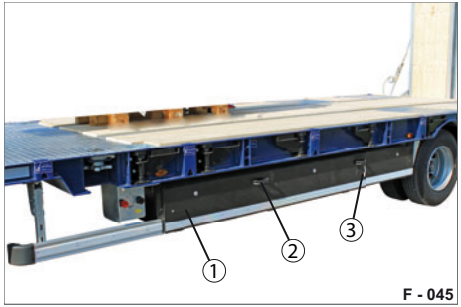
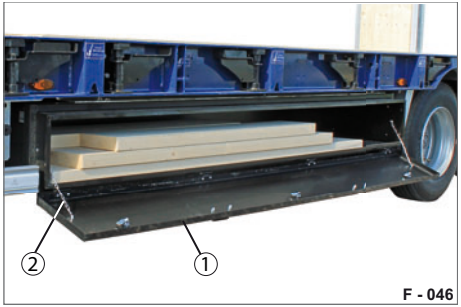

Abb. 109 Staukasten geschlossen
Abb. 110 Staukasten geöffnet
▶ Entriegeln Sie den Deckel (Abb. 110/1) mit dem Schlüssel (Abb. 109/3).
Halten Sie den Deckel am Handgriff (Abb. 110/2) fest.
Der Deckel wird mir den zwei seitlich angebrachten Halteketten (Abb. 110/2) gehalten.
▶ Klappen Sie den Deckel (Abb. 110/1) vorsichtig hoch.
Achten Sie darauf, dass sich die Halteketten (Abb. 110/2) nicht im Deckel / Staukasten seitlich verfangen.
▶ Halten Sie den Deckel am Handgriff (Abb. 109/2) und verriegeln Sie den Deckel an den drei Verriegelungspunkten mit dem Schlüssel (Abb. 109/3).